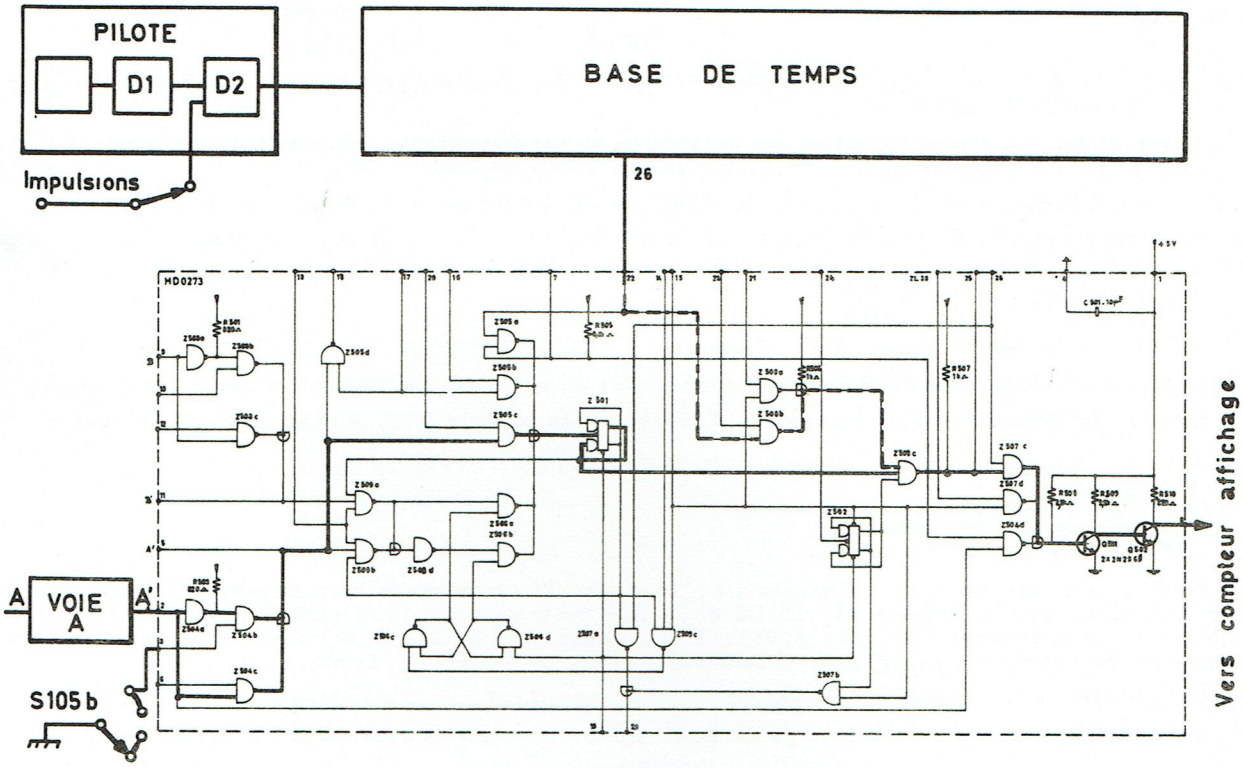

Fig 27
3.4.4. - Chrono "A" Compteur d'impulsions : (Figure 27)